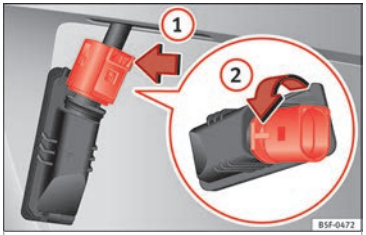

Fig. 115 Number plate light: Remove the bulb holder.
3. In the connector lock, turn ››› **Fig. 115** towards the arrow (1) and pull the connector.
4. Rotate the bulb holder in the direction of arrow (2) and extract it with the bulb.
6. Insert the bulb holder in the number plate light and turn in the opposite direction of arrow (2) until it stops.